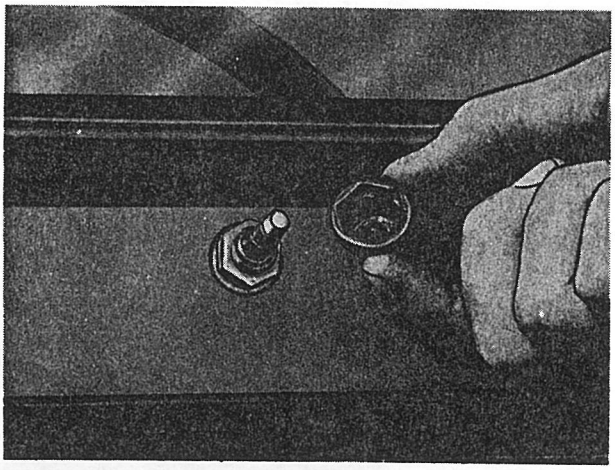

Afb. 2.17.3. Bevestiging ruitewissermotor
(4) Neem de ruitewisser met verbindingsstang los van de voorruit.
(5) Neem de stofhoes los (zie afb. 2.17.3.).
(6) Los de bevestigingsmoer van de ruitewissermotor en verwijder de ruitewissermotor van buiten naar binnen.
(7) Verwijder indien noodzakelijk de andere as in de voorruit.